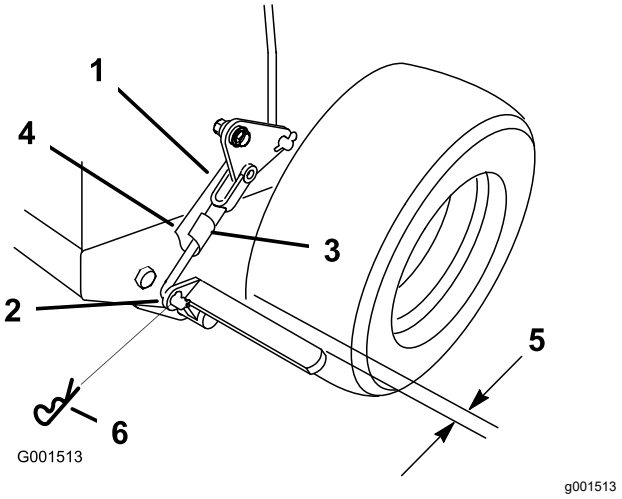

Figuur 41
3. Verwijder de haarspeldveer uit de onderste remkoppeling (Figuur 41).
4. Draai de gaffelstang van de onderste remkoppeling rechtsom (de gaffel in) om de parkeerrem vaster te stellen en draai de gaffelstang linksom (de gaffel uit) om de parkeerrem losser te stellen (Figuur 41).
5. Zet de onderste koppeling vast aan het onderste deel van de remhendel met de haarspeldveer en de gaffelpen (Figuur 41).